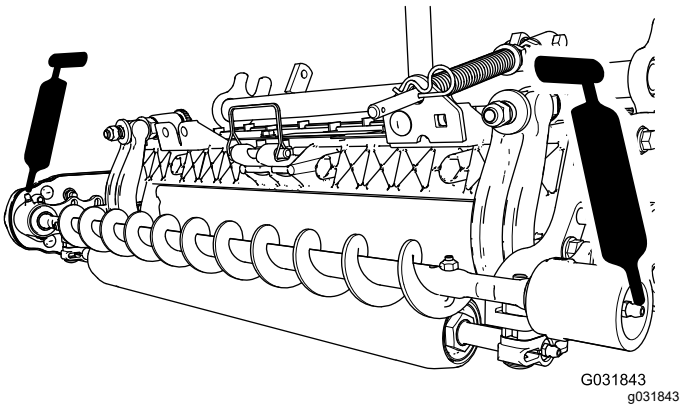

Figura 20
3. Lubrifique os bocais de lubrificação em cada caixa do rolamento da escova do rolo com massa n.º 2 para utilizações gerais, à base de lítio (Figura 20).